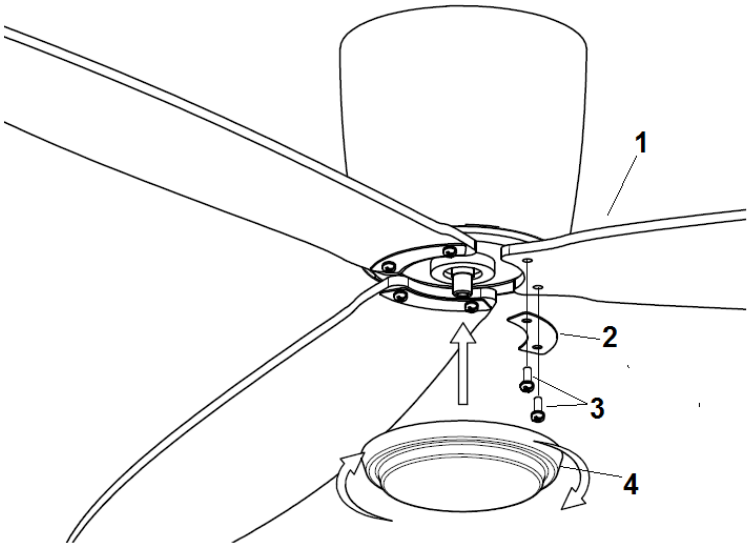

Fig. 6
- Insérez les vis de lame (1) sur l'ensemble de lames dans l'ordre suivant, kit de support (2) et lame (1). Fixez l'assemblage de la lame pour le moteur (2) et le fixer en serrant les deux vis (3). Fig. 6.